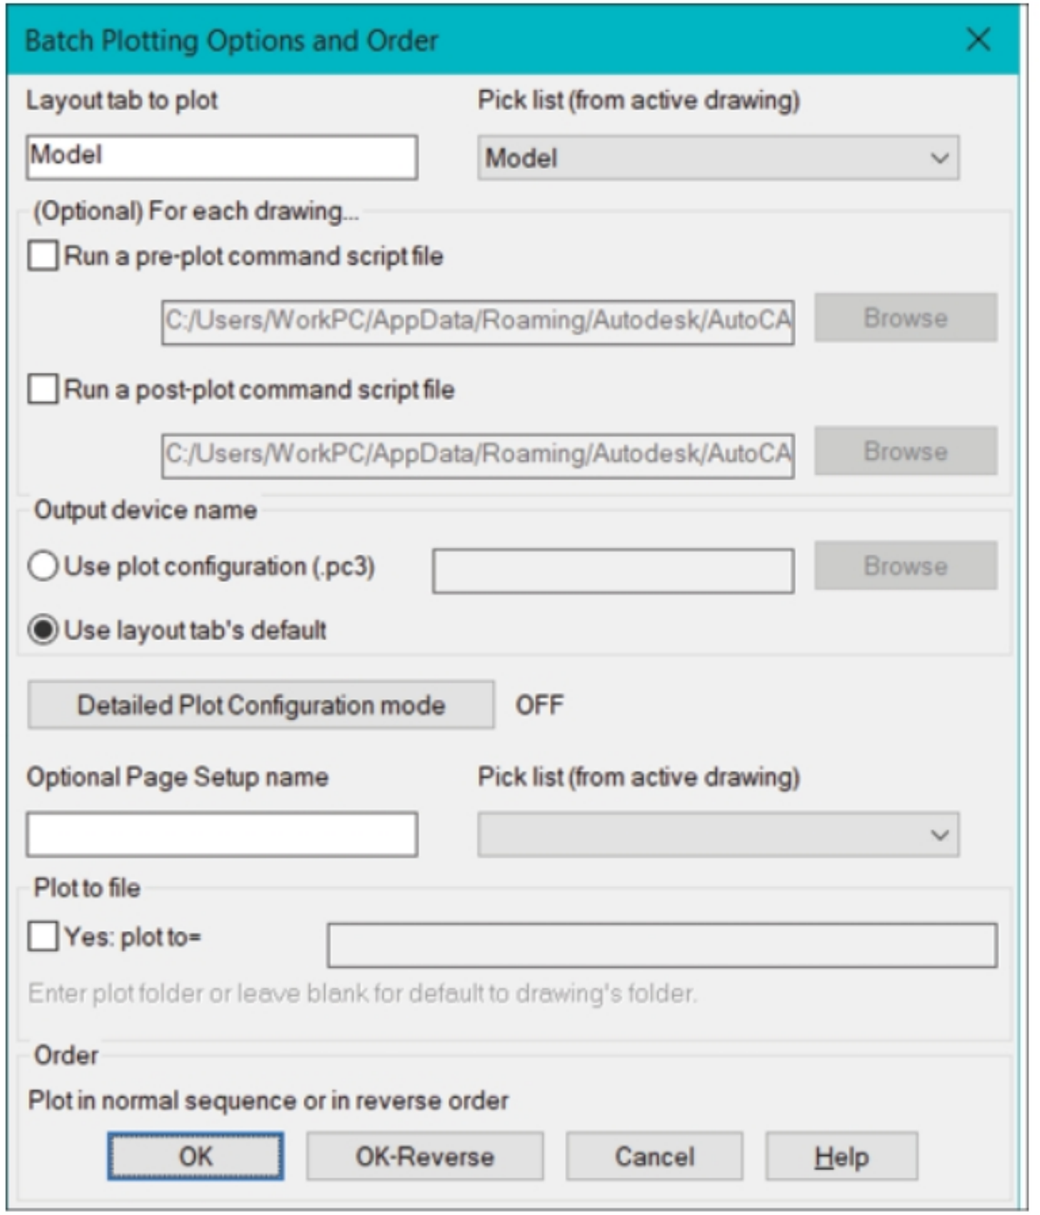

Figure-31. Batch Plotting Options and Order dialog box
- Click on the **OK** button from the **Select Drawings to Process** dialog box. The **Batch Plotting Options and Order** dialog box will be displayed; refer to Figure-31.